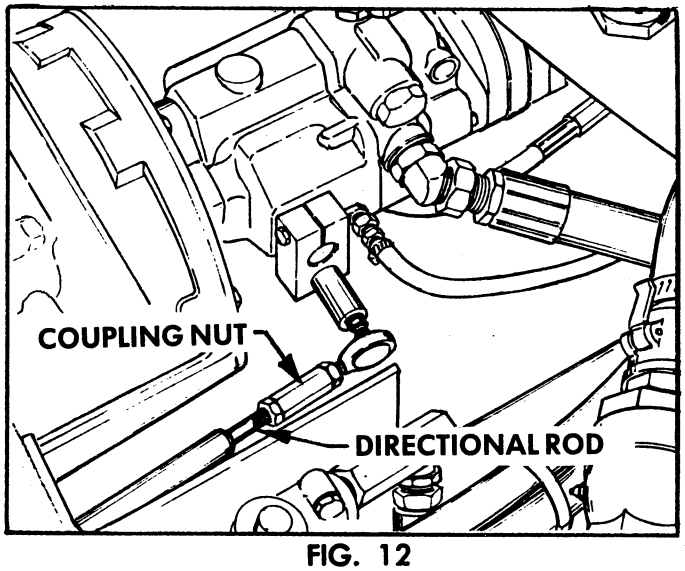

FIG. 12
- Loosen the hex nut and turn the Coupling Nut clockwise or counter-clockwise, to shorten or lengthen the Directional Rod until the rear wheels stop turning. See FIG. 12.